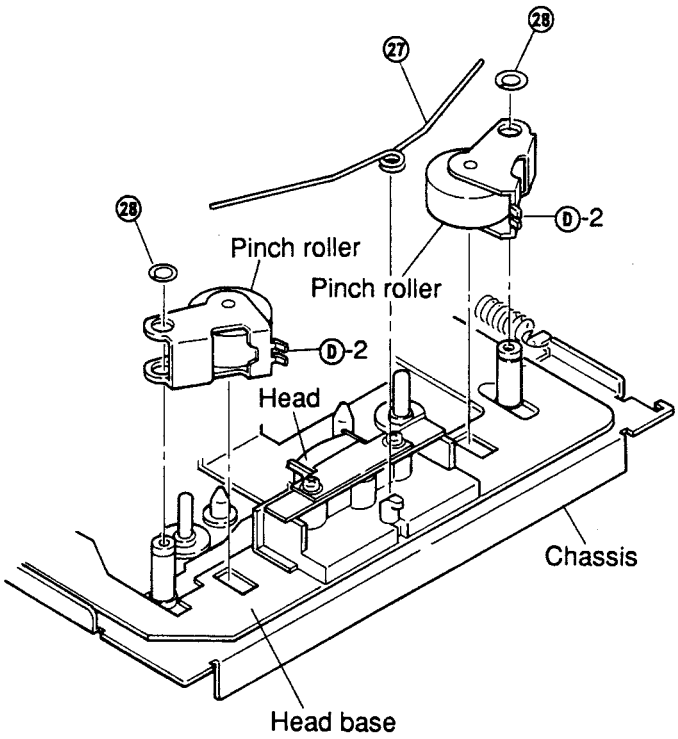

Figure 20
(1) Remove pinch roller spring ㉗ as shown in Figure 20.
(2) Remove M3.1 lock washers ㉘ and remove the pinch roller as shown in Figure 20.
(3) Mount the pinch rollers following the removal steps in the reverse order.
Apply insulation coating to the position Ⓓ-2 of the pinch roller as shown in Figure 20.